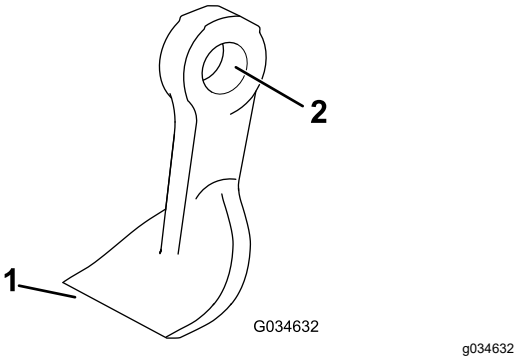

**Figur 78**
3. Efterse hver skærekniv for skader og vær især opmærksom på fastgørelsesanordningerne, skærekanten og monteringshullet (Figur 78). Udskift alle beskadigede skæreknive og fastgørelsesanordninger.